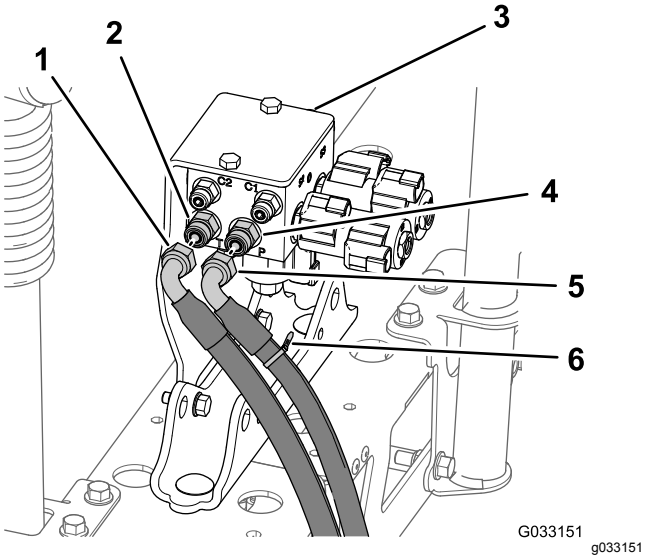

Figuur 66
1. Duid aan opening P van het hefverdeelstuk van de spuitboom de hydraulische drukslang aan met een kabelbinder (Figuur 66).
2. Koppel de hydraulische drukslang en de retourslang af van het hefverdeelstuk van de spuitboom (Figuur 66).